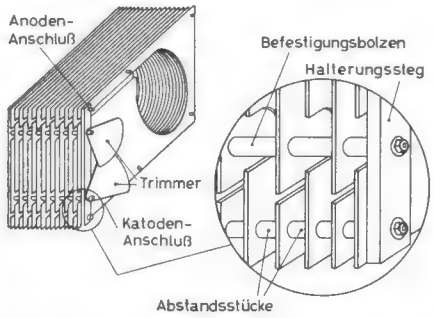
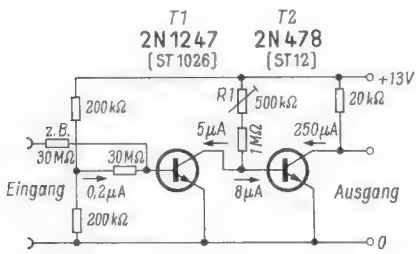
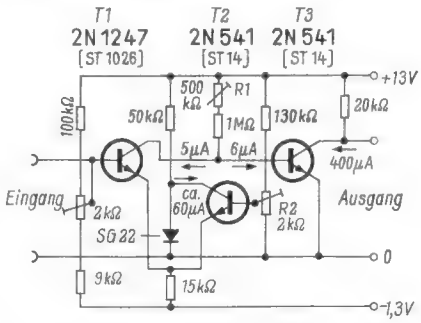

*Bild 3. Zusammenfügung der gestanzten Bleche zum Paketschwingkreis. Rechts eine vergrößerte Darstellung der vorderen unteren Ecke*
*Bild 1. Gleichstromverstärker mit hochohmigem Eingang und Stromdriftkompensierung*
*Bild 2. Gleichspannungsverstärker mit Spannungsdriftkompensierung durch Differential-Transistor*
*Bild 3* zeigt ein solches Plattenpaket samt Trimmern und Anschlüssen sowie einen Ausschnitt davon in größerem Maßstab. Alle Platten sind durch Bolzen und Abstandsstücke fest und leitend miteinander verbunden, so daß sich der Aufbau eines Paketschwingkreises sehr einfach gestaltet. Als Merkwürdigkeit sei darauf hingewiesen, daß die Resonanzfrequenz oberhalb einer bestimmten Zahl von Platten nahezu konstant ist, weil die Schwingkreisinduktivität etwa im gleichen Maße abnimmt, wie die Kreiskapazität mit zunehmender Plattenzahl ansteigt; doch nimmt die Güte mit der Plattenzahl zu, da der Kreisleitwert nahezu konstant bleibt. Der mit wachsender Güte zunehmende Schwingkreisstrom kann keine Verminderung der Güte bewirken, weil die zusätzlichen induktiven Parallelpfade die Ströme aufnehmen und die Stromdichte in den einzelnen Platten konstant bleibt. Werden außerdem die Innenkanten der großen Rundung, an der die größte Stromdichte auftritt, sorgfältig abgeschrägt und poliert, so verringert sich der Oberflächenwiderstand wesentlich. Als Material für die Platten kann jedes gut leitende Metall benutzt werden, doch nimmt man aus Gründen des Preises und der Bearbeitbarkeit Aluminium nicht unter 1,5 mm Stärke.
Die in *Bild 1* dargestellte Stromkompensierung bildet auch die Grundlage für die Verstärkerschaltungen in den Bildern 2 und 3. Der Basisruhestrom des ersten Transistors ist kaum temperaturabhängig, da er über einen hochohmigen Widerstand von der im Vergleich zur Basis-Emitter-Spannung sehr großen Speisespannung gewonnen wird. Eine Erhöhung der Umgebungstemperatur bewirkt jedoch, entsprechend dem Temperaturkoeffizienten des Stromverstärkungsfaktors, einen Anstieg des Kollektorstromes. Dieser Kollektorstrom $I_{C1}$ und der Basisstrom des zweiten Transistors $I_{B2}$ werden gemeinsam aus einer Stromquelle entnommen, die aus dem einstellbaren Widerstand R 1 und dem damit in Serie liegenden Festwiderstand (sowie der niederohmigen Speisespannungsquelle) gebildet wird. Demzufolge muß beim Ansteigen des Kollektorstromes $I_{C1}$ der Basisstrom $I_{B2}$ um den gleichen Betrag abnehmen. Die beiden Ströme werden so aufeinander abgestimmt, daß die Abnahme von $I_{B2}$ sowie
Gegenüber der Schaltung Bild 1 wird in *Bild 2* ein dritter Transistor benutzt, um den Temperaturkoeffizienten der Basis-Emitterspannung des Eingangstransistors weitgehend auszugleichen. In der Praxis wird, um eine ausreichende Verstärkung mit dem Eingangstransistor zu erzielen, der Kollektorstrom des Differential-Transistors mit Hilfe des Trimmwiderstandes R 2 auf
Da der Verstärker an einem niederohmigen Generator betrieben werden soll, ist die Eingangsspannung festgelegt. Die absichtlich nicht optimale Kompensierung des $U_{BE}$-Temperaturkoeffizienten bewirkt bei einer Temperaturänderung eine Änderung von $I_{C1}$, dem Kollektorstrom des Eingangstransistors. Diese wird nun durch eine entsprechende Verschiebung der Stromdriftkompensierung (siehe Text zu Bild 1) ausgeglichen. So erklärt sich auch das leicht unterschiedliche Verhältnis von $I_{B2}$ zu $I_{C1}$ in den beiden Schaltungen.
Die Funktion dieses Gleichstromverstärkers gemäß *Bild 3* beruht auf den gleichen Grundlagen wie die Schaltungen Bild 1 und 2. Anstelle des Differential-Transistors der Schaltung Bild 2 wird hier eine Germaniumdiode verwendet, die einen einfacheren
*Bild 3. Gleichstromverstärker mit relativ hochohmigem Eingang und Stromdriftkompensierung sowie annähernder Kompensierung der Spannungsdrift durch eine Germaniumdiode*
*Die mit den Schaltungen nach Bild 1 und Bild 2 erreichten Stabilitätswerte*
| Spannungsverstärker (Bild 2) | ± 40 µV | ± 250 µV |